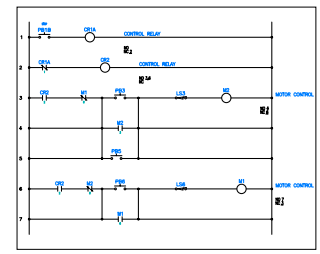

Figure 6-53 *The ladder after using the* ***Scoot*** *tool*
5. Press ENTER to exit the command. Figure 6-53 shows the schematic diagram after using the **Scoot** tool.